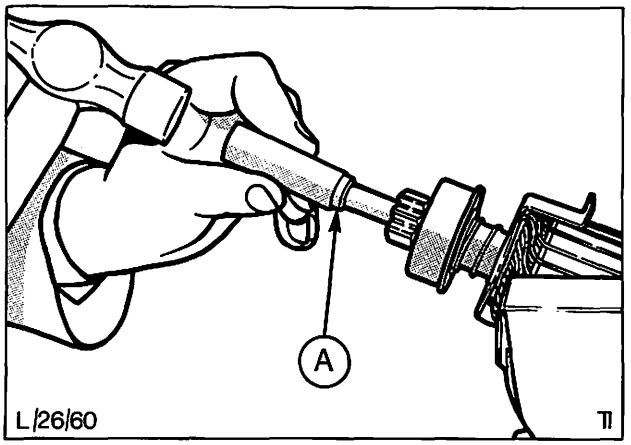

Abb. 64 Anlaufring mit passendem Rohrstück vom Sicherungsring trennen
11. Zum Ausbauen des kompletten Ritzelantriebs, Anlaufring mit einem passenden Rohrstück vom Sicherungsring trennen, Abb. 64.